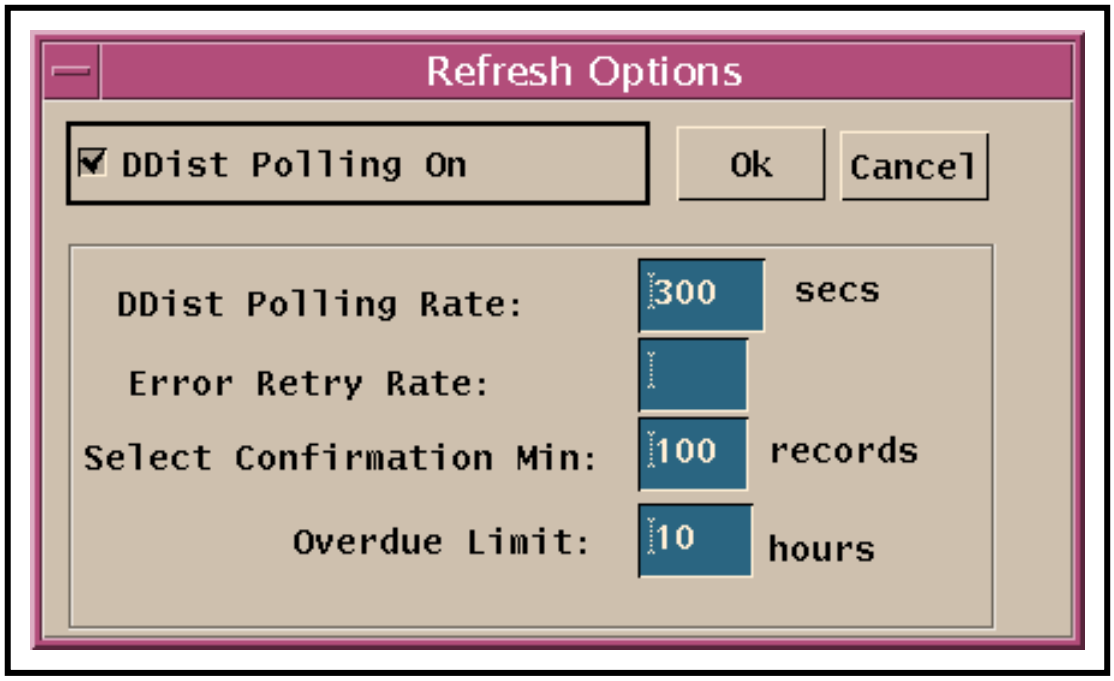

Figure 8. Refresh Options Dialogue Box
- The **Refresh Options** dialogue box (Figure 8) is displayed.